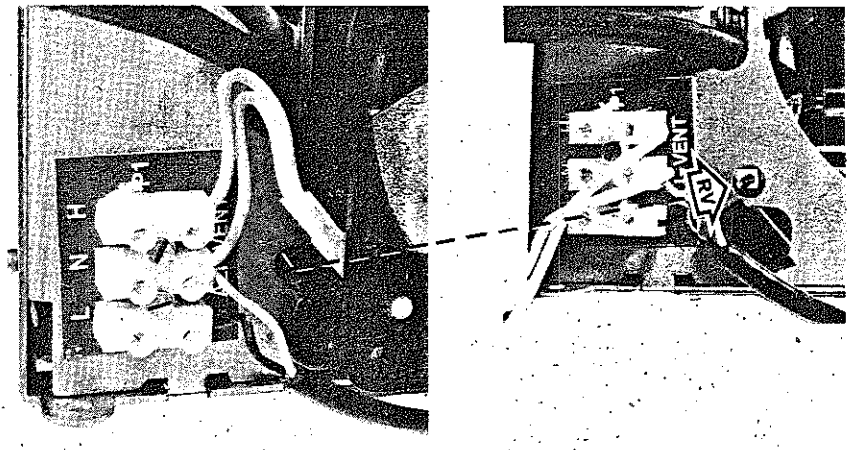

Fig. 12
- Agire sul potenziometro RV (fig. 12) fino a portare l'uscita +5 ad un valore di +5V ±0%